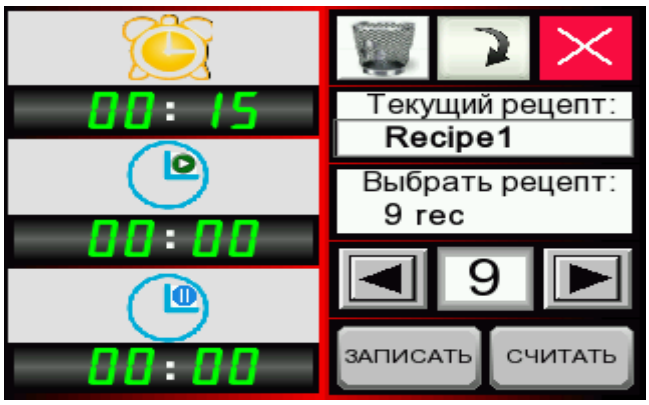

Рисунок 22 – Второй экран «Рецепты». Создание нового рецепта
5.7.5 В строке 7.1 всплывающей буквенно-цифровой клавиатуры набрать любое наименование нового рецепта и подтвердить введенное наименование кнопкой 7.2 (Рисунок 22).